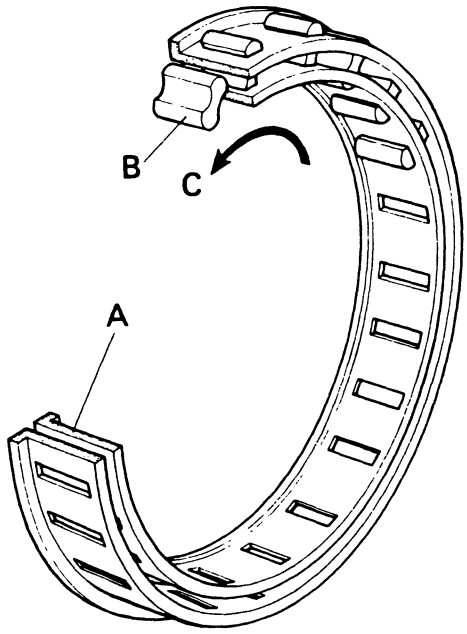

Figure 35 – FREEWHEEL CLUTCH
A: Fit free-wheel into recess in the four-speed housing section. **Ensure that the flange on free-wheel cage is towards the differential end of gearbox** (Fig. 35) then replace abutment plate with outside shoulder upwards. Replace front unit assembly. Set carrier so that one of the planet gears is opposite gap in spacer and engage sun-gear on splines of rear unit driveshaft. Lower carrier until it enters free-wheel, rotate the unit in a clockwise
C. With range gearbox already assembled and in the horizontal position, place a free-wheel in case recess, **ensuring that flange on the free-wheel cage is the differential end,** (Fig. 35). Then place abutment plate, lip upwards, on top of free wheel.